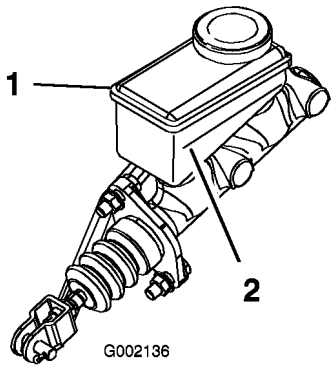

Figur 50
2. Titta på sidan av behållaren. Nivån bör ligga ovanför miniminivålinjen (Figur 50). Om vätskenivån är låg ska du göra rent runt locket, ta av locket och fylla på behållaren tills vätskenivån är ovanför miniminivålinjen. Fyll inte på för mycket.